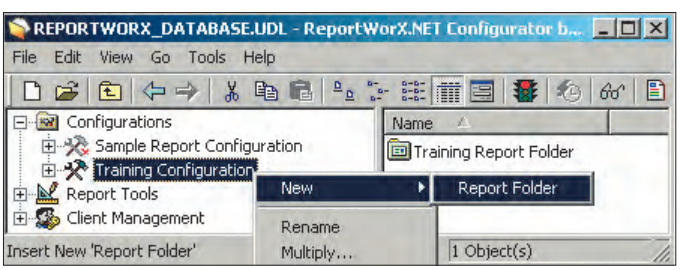

Рис. 7. Создание новой папки отчётов
1. Для создания новой папки отчётов щёлкните правой клавишей мыши на вновь созданной конфигурации на левой панели и выберите **New — Report Folder**, как показано на рис. 7.